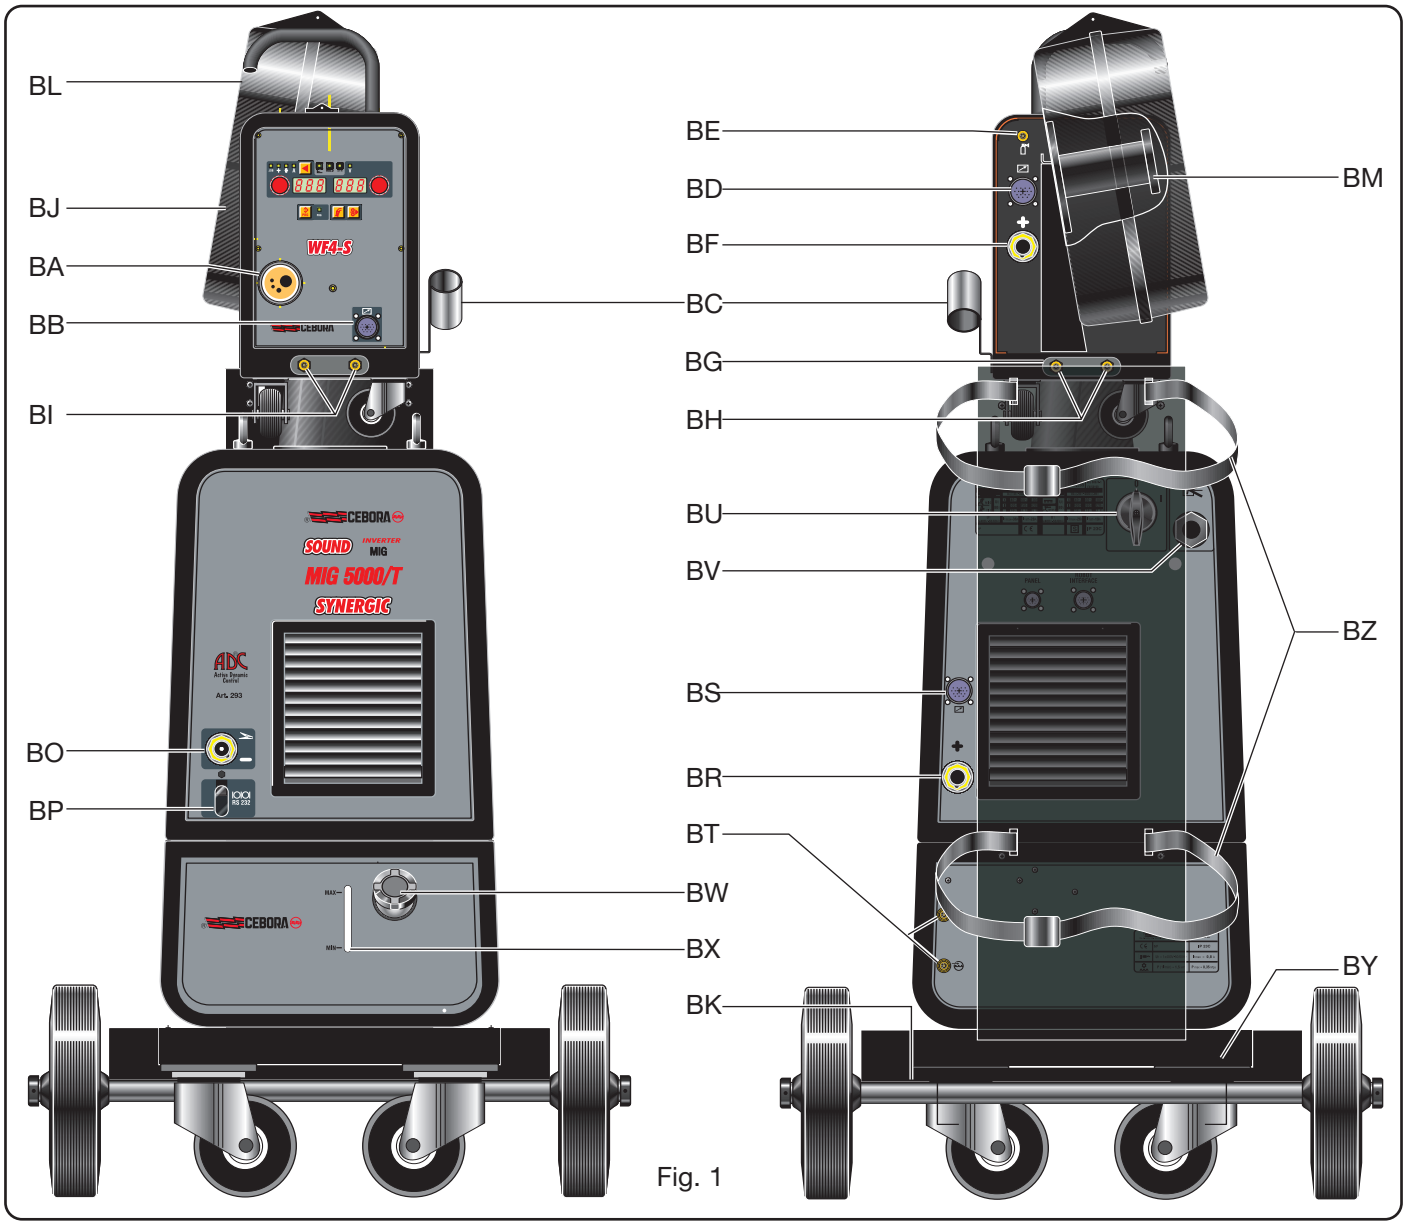

Fig. 1
2.1.2 Beskrivning av generatorn (fig. 1)
2.1.2 Beskrivning av vagnen (fig. 1)
2.3.3 BESKRIVNING AV KYLAGGREGATET (fig. 1)
2.4 TRANSPORTVAGN (fig. 1)